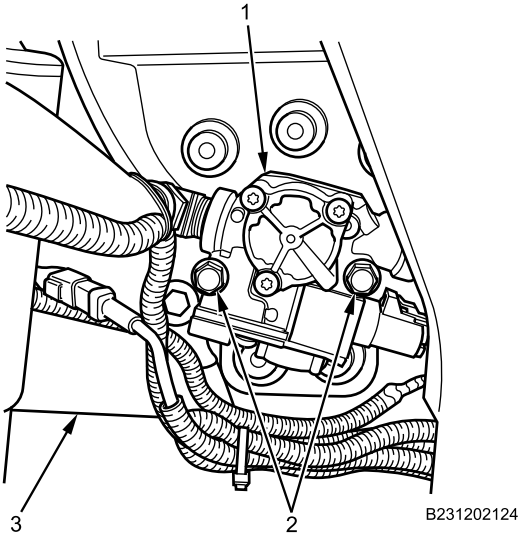

Figure 3. ABS Modulator Valve and Bolts.
3. With assistance, remove two bolts (Figure 3, Item 2), nuts, and ABS modulator valve (Figure 3, Item 1) from frame rail (Figure 3, Item 3).